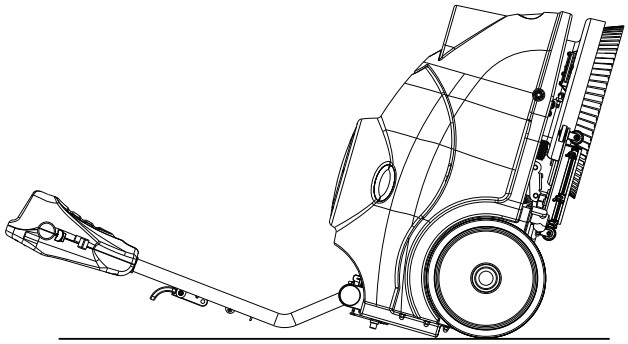

FIGURE 2
2. Lay down the machine in the position shown in figure 2. Pull up lift lever (26) to raise the squeegee. (33).
1. Turn off the machine. (47)
2. Pull down the squeegee lift lever (26) to put down the squeegee in the “working” position.
3. Lay down the machine in this position as shown in figure2.
4. Loosen the two knobs (55) on the squeegee and slide the squeegee into the slots on the squeegee brackets.
6. To replace the front/rear squeegee, (56/57) unscrew the thumb knobs (37).